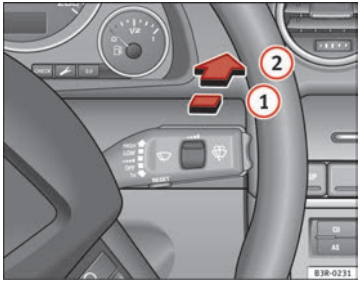

Fig. 102 Windscreen wiper lever
– Push the windscreen wiper lever forwards until it clicks into the first position ⇒ fig. 102 (1). The rear window wiper will wipe the window approximately every 4 seconds.